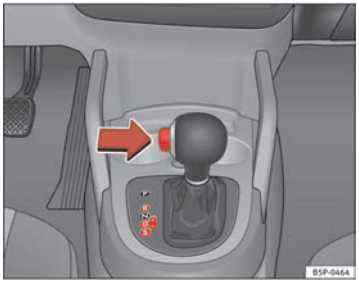

Fig. 146 Driving
– Press on the button on the selector lever knob (on the left, ⇒ page 179, fig. 146.